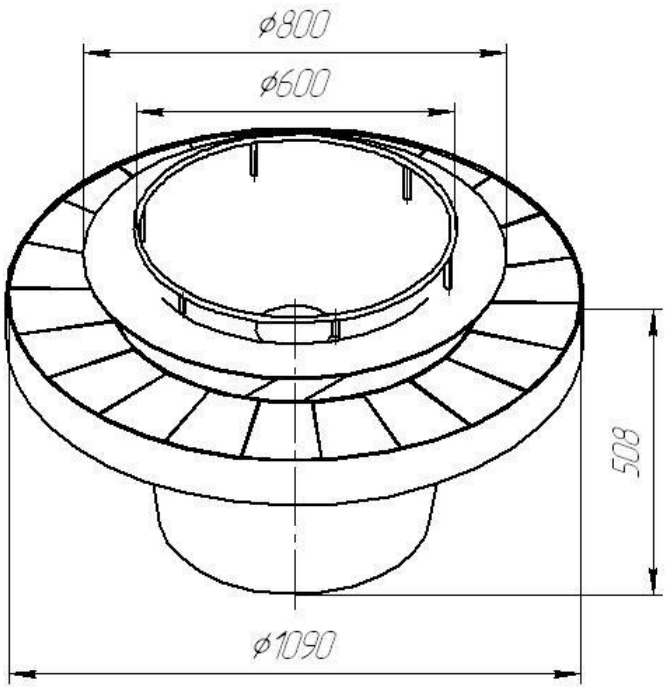

Рис.4
4. Очаг с ограждением выставить по размерам и установите в тумбу камина. Затянуть гайку М16 (рис.4).